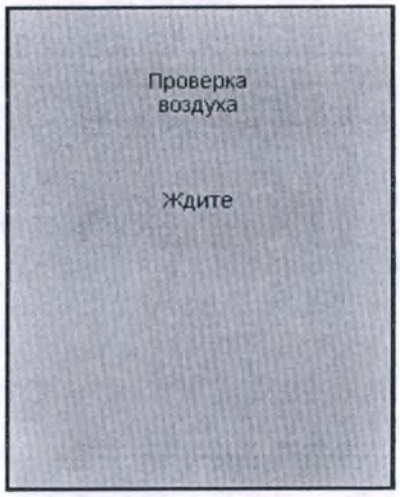

Рисунок 14 – Начало процедуры измерения
2.8.7 Когда данные всех полей будут введены, на экране появится окно с сообщением «Вставьте чистый мундштук» (рисунок 14, слева).
В этот момент происходит отбор пробы воздуха для выполнения автоматической проверки отсутствия этанола и других компонентов, которые могут оказать влияние на показания анализатора, в окружающем воздухе, в заборной системе анализатора и в мундштуке (рисунок 14, справа):